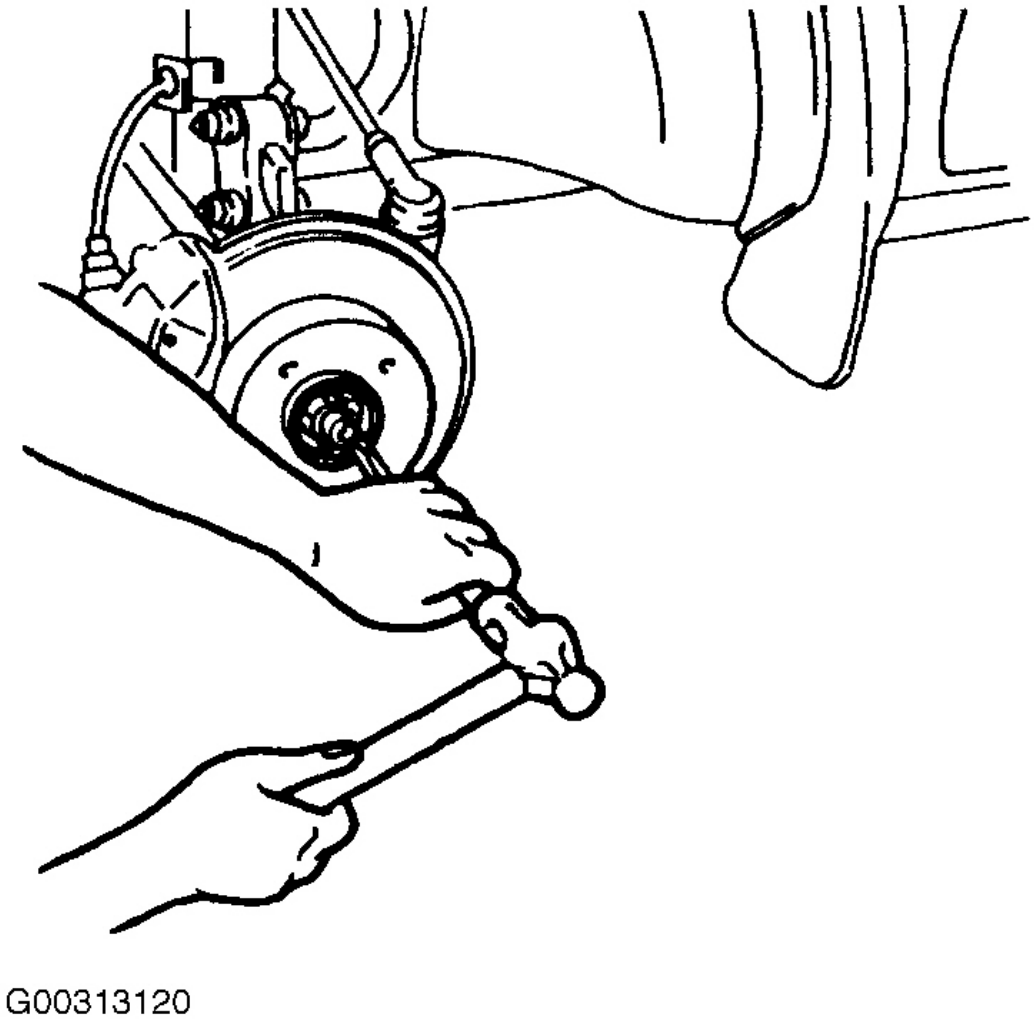

Fig. 4: Aflojamiento Semieje Lock Nut
4. Levante la pestaña tuerca de seguridad del semieje y aflojar la tuerca de seguridad, pero no lo retire. Ver **Fig. 4** .